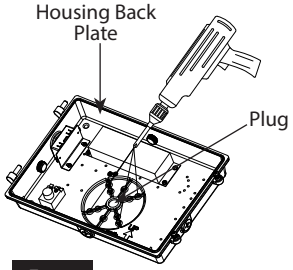

Fig: 2
2. Remove the **Housing Back Plate** (***Fig. 2***) and unscrew center **Plug** then using a drill open installation holes in **Housing Back Plate**.